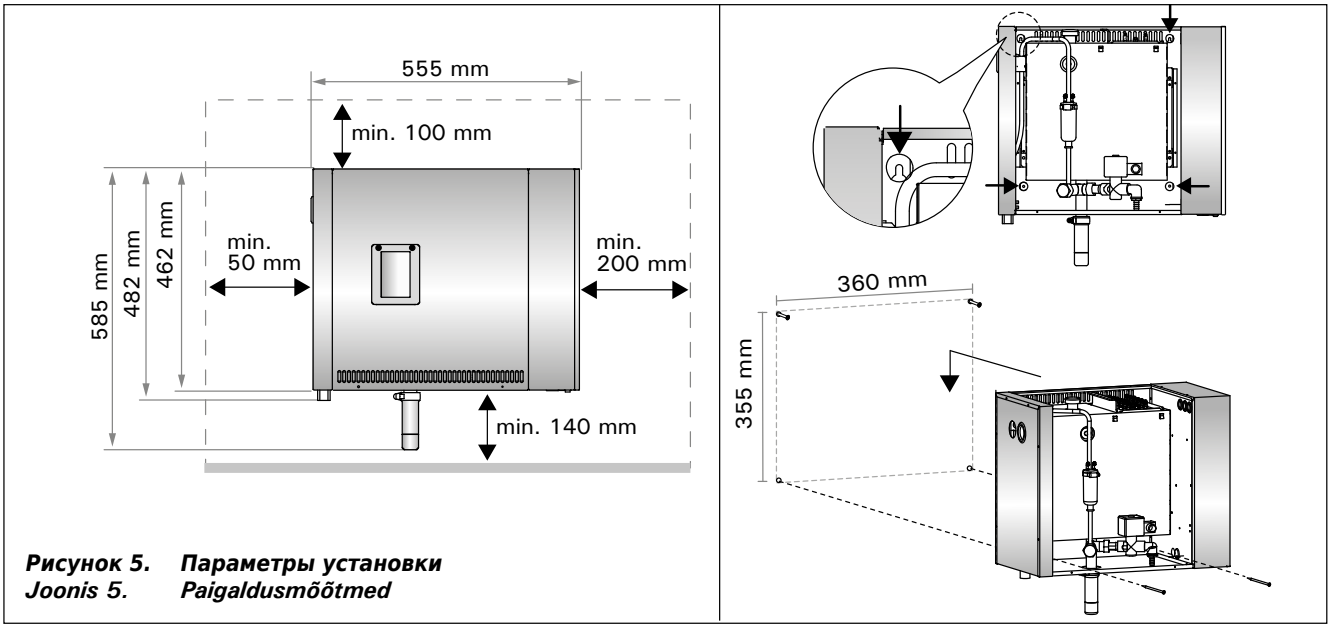

Рисунок 5. Параметры установки
- Место установки парогенератора отвечает требованиям относительно минимального безопасного расстояния (рисунок 5), а также соответствует требованиям, изложенным в пункте 2.2.